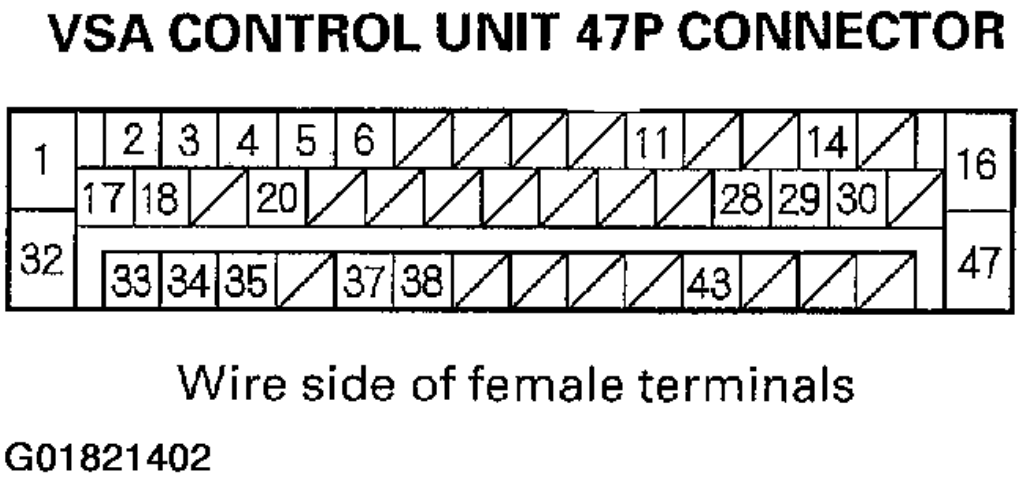

Fig. 37: Checking For Continuity Between The Appropriate Wheel Sensor + B Terminal & Other Wheel Sensor + B Terminals
3. Check for continuity between the appropriate wheel sensor + B terminal and other wheel sensor + B terminals (see **Fig. 36** and **Fig. 37**).